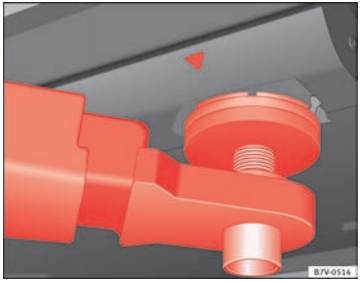
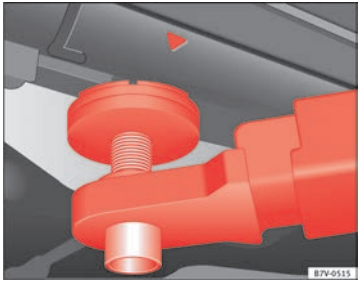

Fig. 129 Front jacking points for raising vehicle with lifting platform or jack
Fig. 130 Rear jacking points for raising vehicle with lifting platform or jack
Always use the jacking points indicated in the figures ⇒ Fig. 129 and ⇒ Fig. 130 when raising the vehicle. If the vehicle is not lifted at these points, it could be seriously damaged ⇒ ⓘ or lead to serious injury ⇒ ⚠.
- **Only use the jacking points indicated in the figures ⇒ Fig. 129 and ⇒ Fig. 130 when raising the vehicle. If the vehicle is not lifted at the indicated points, it may fall from the platform while the engine or gearbox is being dismounted, for example.**